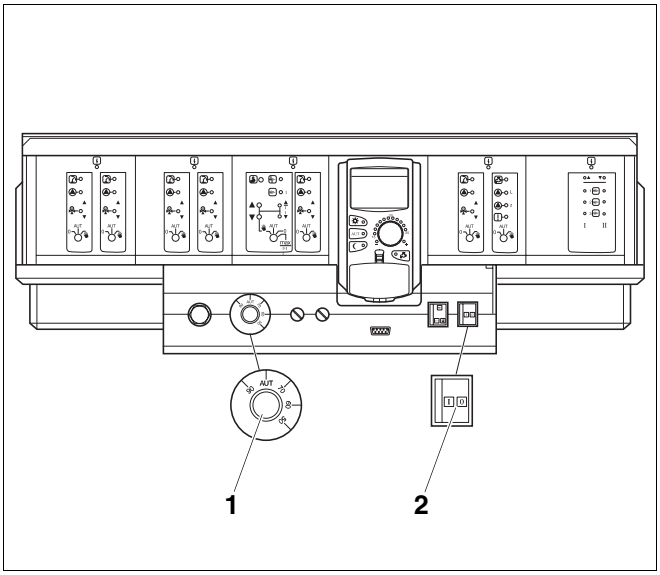

Afb. 7 Regelsysteem Logamatic 4000
- Stel de bedrijfsschakelaar (afb. 7, **pos. 2**) in positie "I" (aan).
- Stel de temperatuurregelaar van het ketelwater (afb. 7, **pos. 1**) in op "AUT". Bij een constante regeling moet de gewenste temperatuur (ten minste 65 °C) ingesteld worden.
- Plaats, voor de ontstoring, de bedrijfsschakelaar (afb. 7, **pos. 2**) in positie "0" (uit).
- Stel, na een wachttijd van ca. 3 seconden de bedrijfsschakelaar (afb. 7, **pos. 2**) in positie "I" (aan). Als de gasbrander na meermaals indrukken van de bedrijfsschakelaar niet start, (zie hoofdstuk 11 "Storingen verhelpen", pagina 58).